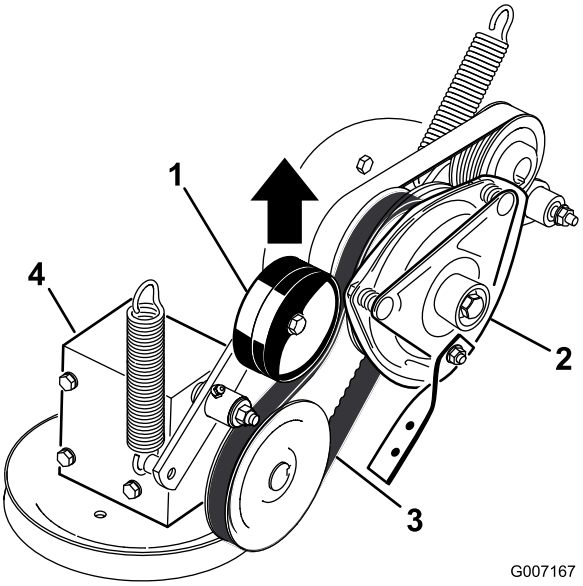

**Figur 59**
5. Træk op i den fjederbelastede styreremskive for kraftudtagets drivrem, og fjern remmen fra koblingsremskiven (Figur 59).
17. Træk op i den fjederbelastede styreremskive for kraftudtagets drivrem, og monter den på koblingsremskiven (Figur 59).